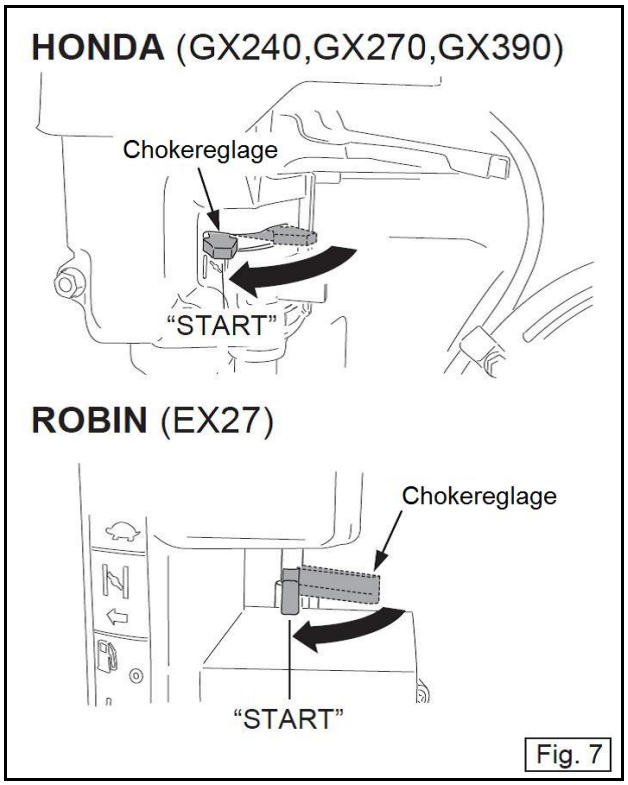

Fig. 7
2. Vid kall väderlek eller då motorn är svårstartad, stäng chokereglaget genom att vrida det till startläget. Detta behövs inte när motorn redan är varm. (Fig. 7)